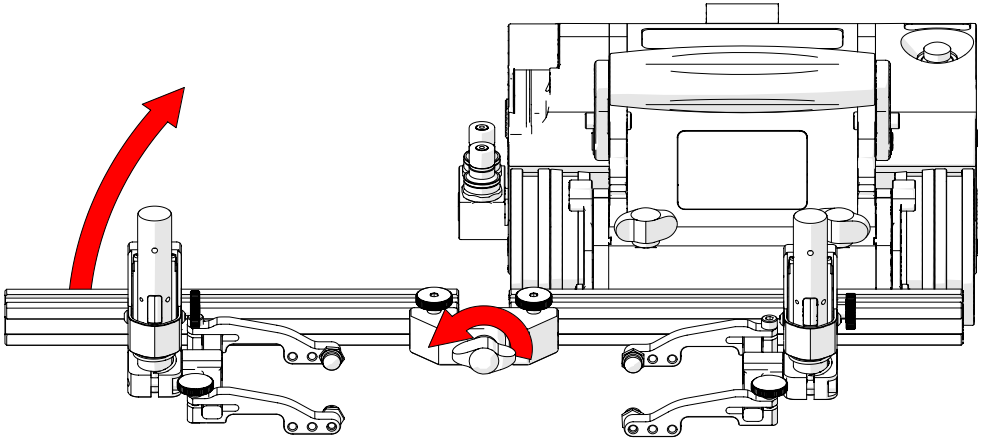

Fig. 181 - Lift frame bar to avoid interference
2. Loosen the pivot wing knob and raise the frame bar to an angle greater than the surface to be scanned *(Fig. 181)*. Tighten the pivot wing knob and place crawler on scan surface *(see "Placement of Crawler on Inspection Surface" on page 90)*